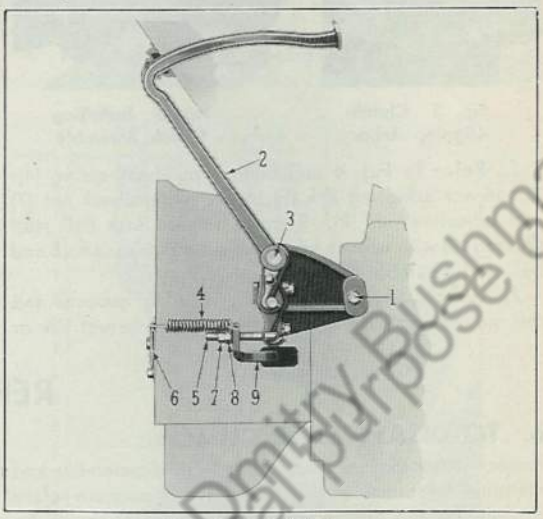

Fig. 4 Pedal Linkage
clutch facings wear, fingers of diaphragm spring move toward release bearing, thus reducing clearance at this point and at the same time lessening clutch pedal travel. Correct adjustment of clutch pedal may be made by referring to Fig. 4 and following these instructions:
1. Refer to Fig. 4 and unhook pull-back spring (4); disconnect adjusting link (5) by removing check nut (7) and adjusting nut (8). Remove release fork ball stud (20, Fig. 2) with wrench which will permit release fork and ball stud assembly to be taken out.
The clutch release mechanism consists of clutch pedal, release fork and release bearing. Clutch pedal is mounted on shaft and is connected to release fork through linkage as shown in Fig. 4. Release fork is ball-stud mounted in clutch housing. Inner end of fork engages groove in release sleeve for actuation of release bearing.